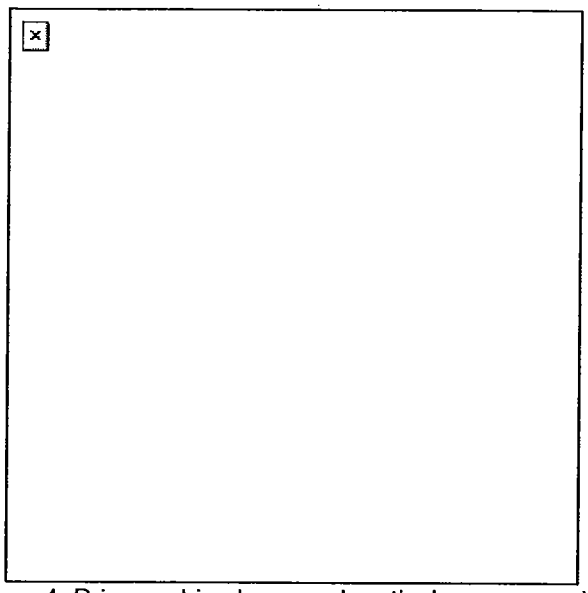

Figure 4. Primary drive lever and vertical cam assembly.
(1) Reach under the top of the receiver to locate the drive lever lock on the vertical cam assembly and slide the lock rearward about 1/4 inch (Figure 4).